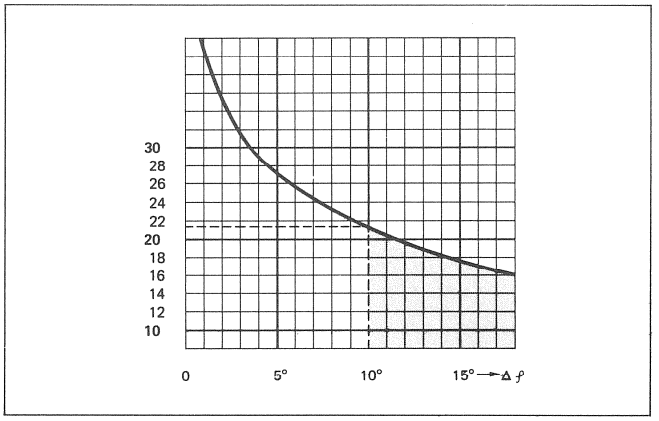

Fig.5.11
8. Fuer die Ermittlung der Phasenwinkel-Differenz gemaess Fig.5.11 ist die Pegeldifferenz Ps-Pd zu bilden. Die vorhandene Phasenwinkeldifferenz kann aus dieser Kurve herausgelesen werden.